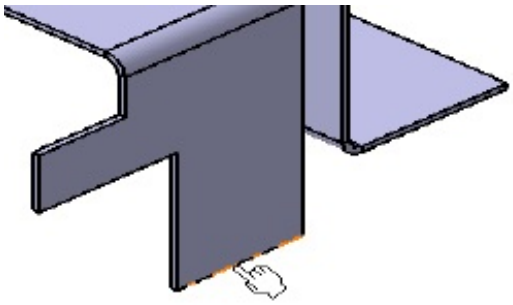
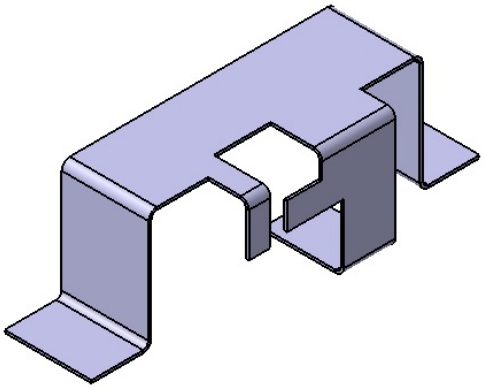

Figure 15-132 *Selecting an edge*
Figure 15-133 *The flange created*
4. Next, you need to create another flange of 30 mm length similar to the one created earlier, refer to Figure 15-132 and Figure 15-133. The sheet metal component after creating the flange is shown in Figure 15-133.